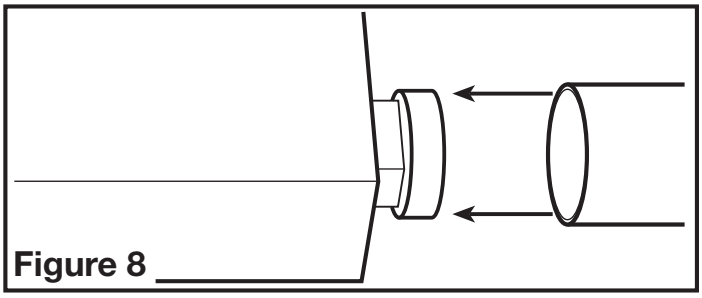

Figure 8
1. Enlever tout ruban adhésif qui pourrait retenir le clapet en place durant le transport et raccorder les conduits au collet du conduit du ventilateur **(Figure 8).** Fixer en place à l'aide de ruban ou de serre-joint. Toujours évacuer le ventilateur vers l'extérieur au travers de chapeau mural ou de toit.